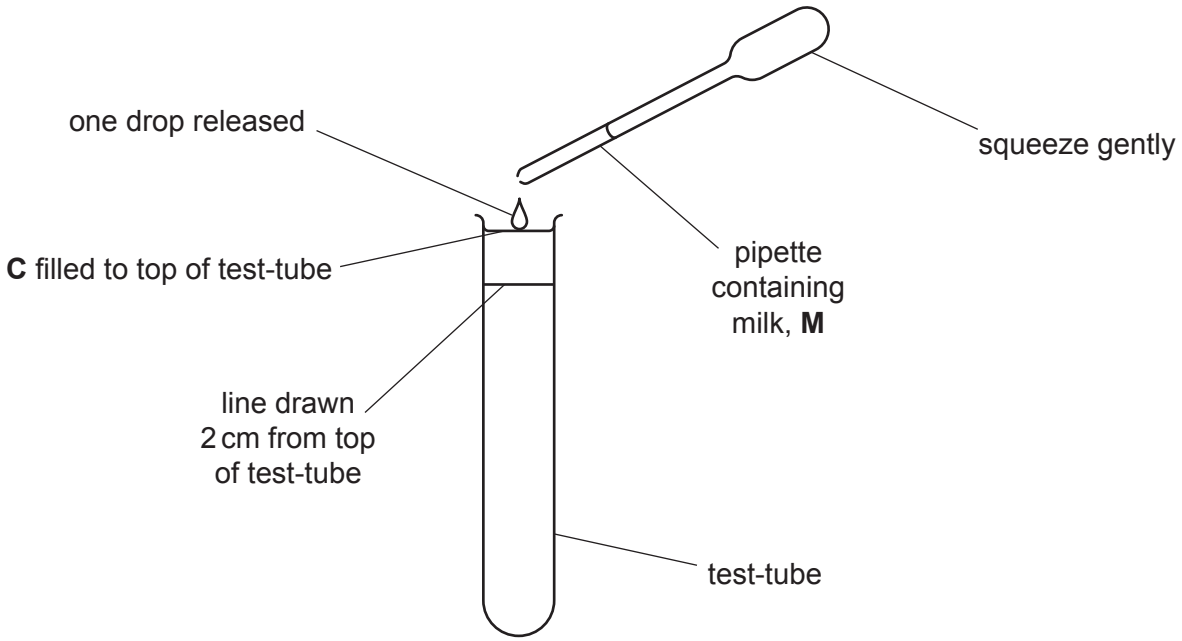

Fig. 1.3
step 9 Put **one** drop of 95% milk into the test-tube containing **C**, as shown in Fig. 1.3.